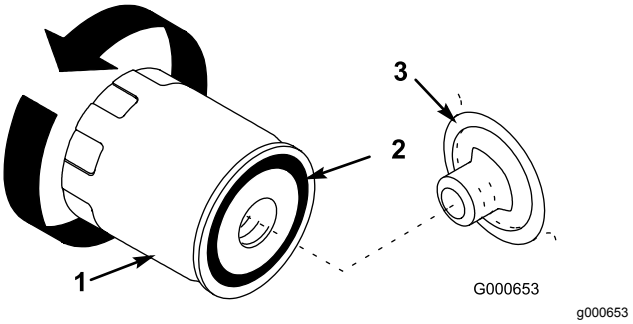

Rysunek 25
7. Wyjmij stary filtr i wytrzyj powierzchnię uszczelki adaptera filtra (Rysunek 25).
10. Nanieś cienką warstwę świeżego oleju na gumową uszczelkę nowego filtra (Rysunek 25).
zetknie się z adapterem, a następnie obróć filtr o dodatkowe pół obrotu (Rysunek 25).